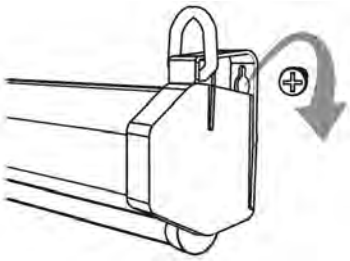

Рис. 1
- жесткое крепление на стене: отмерьте на стене расстояние, равное расстоянию между монтажными отверстиями экрана, сделайте отверстия в стене диаметром не более 8 мм. Используйте распорные дюбели и монтажные шурупы. Не вкручивайте шурупы полностью, оставив зазор для пластикового монтажного кольца экрана. Навесьте экран широкими частями монтажных отверстий, как показано на Рис.1, и опустите вниз так, чтобы шуруп вошел в узкую часть монтажного отверстия. Плотно затяните шурупы. Для монтажа экранов, отмеченных в таблице *, см. Рис 3.